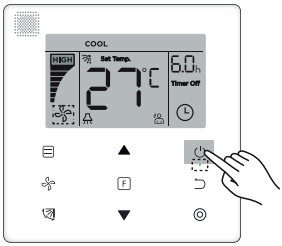

Rysunek 6.1
1) Naciśnij przycisk ⏻ (ON/OFF), kontrolka pracy “•“ na sterowniku przewodowym zaświeci się. Jednocześnie, ikona WŁ./WYŁ. “ “ na wyświetlaczu zacznie obracać się, sygnalizując uruchomienie jednostki wewnętrznej (patrz Rysunek 6.1).